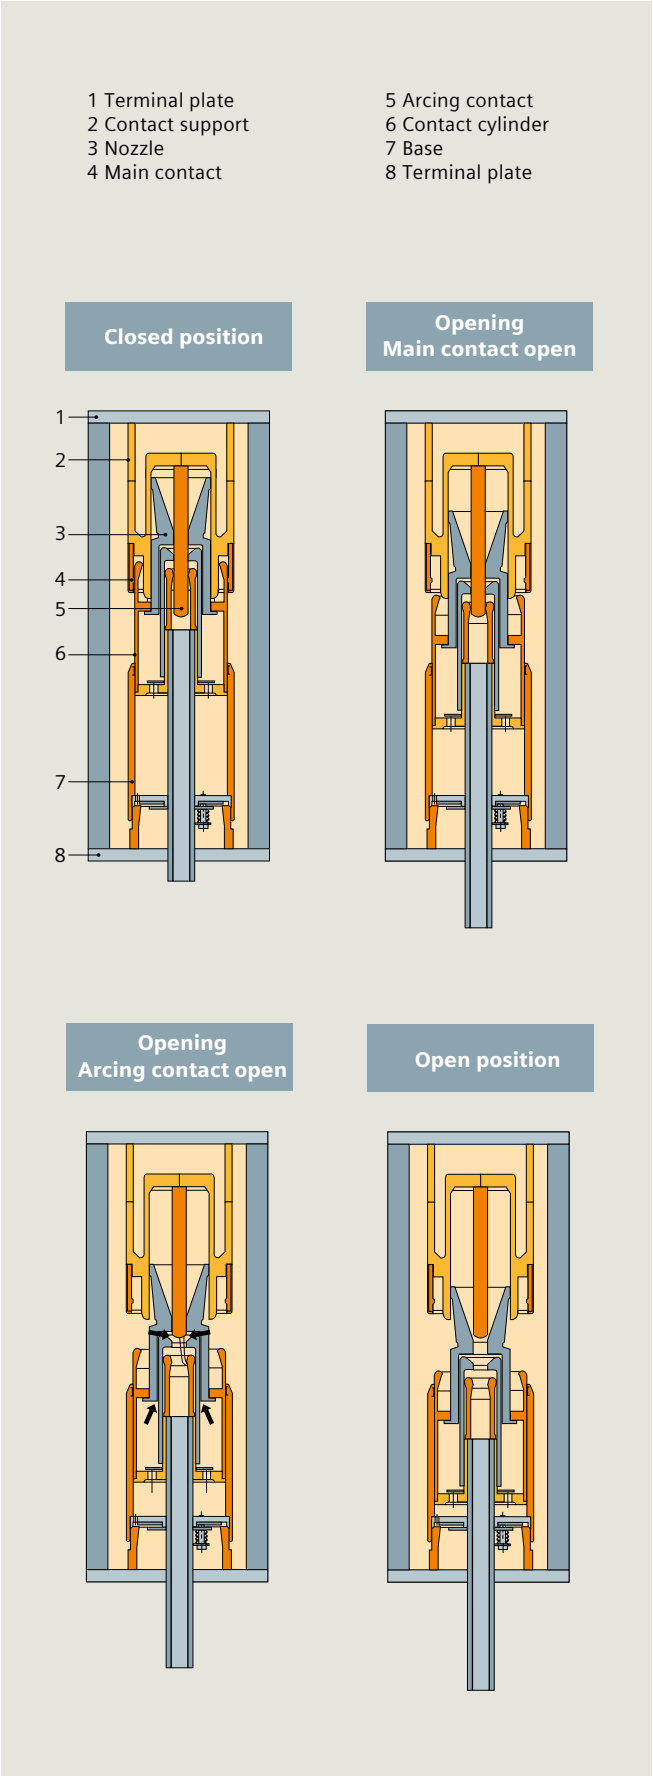

Fig. 4.1-2: The interrupter unit
The current conducting path of the interrupter unit consists of the contact support (2), the base (7), and the movable contact cylinder (6). In the closed position, the current flows via the main contact (4) and the contact cylinder (6) (fig. 4.1-2).